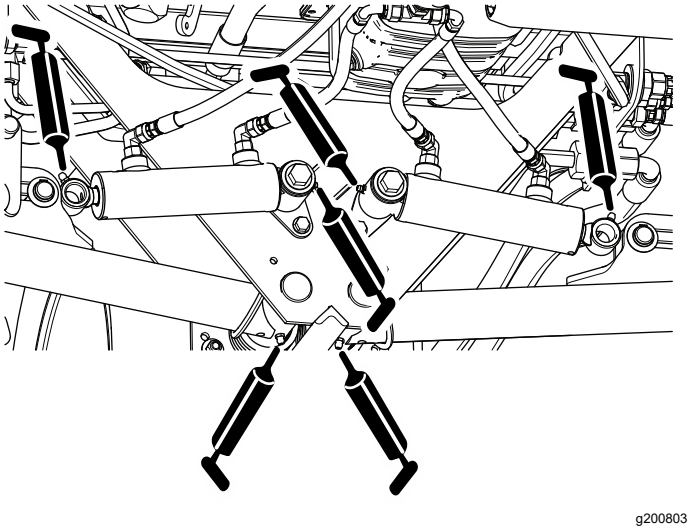

Figur 43
- Bageste løftearms drejetapper og løftecylindere (3 på hver side). Se Figur 43.